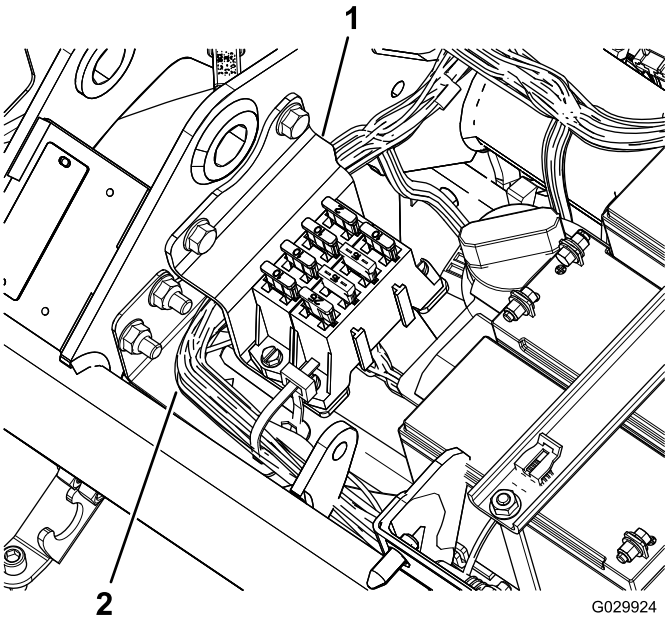

Figure 10
23. Install the fuse block (Figure 10).